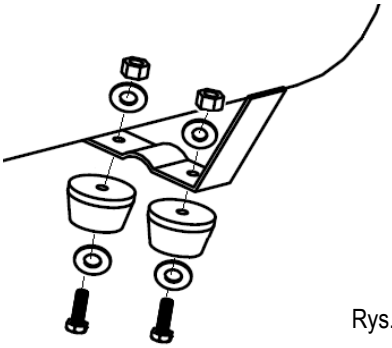

Rys. 2c
- Gumowe stopki. Stopki należy osadzić w otworze zbiornika od spodu i przykręcić jak na **Rys. 2c**.